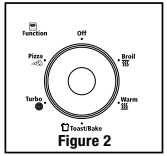

Figure 2
1. **Temperature Control Knob –** Adjust the dial thermostat to the desired temperature. (See Figure 2)